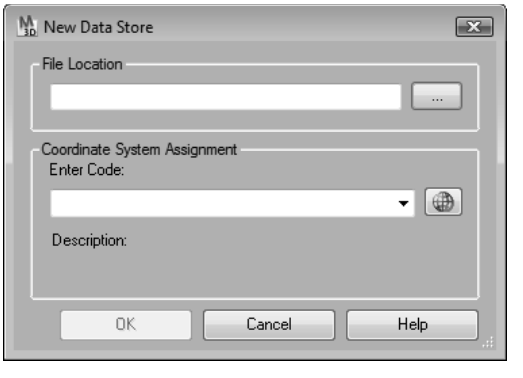

***Figure 2-28** The **New Data Store** dialog box*
3. In this pop-up menu, choose the **New Survey Data Store** option; the **New Data Store** dialog box is displayed, as shown in Figure 2-28.